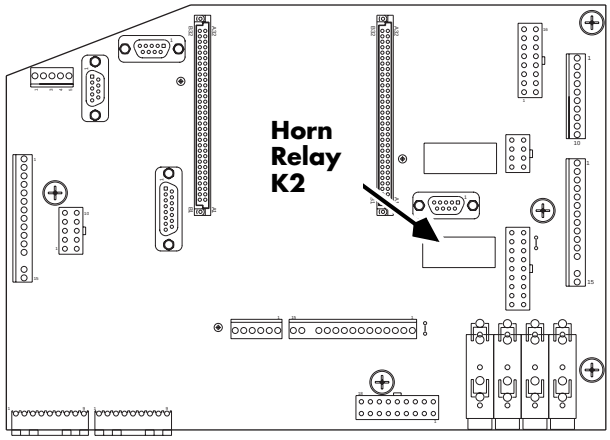

Figure 7-140: Horn Relay location on system card
4. Remove the horn relay from the system card. See Figure 7-140.